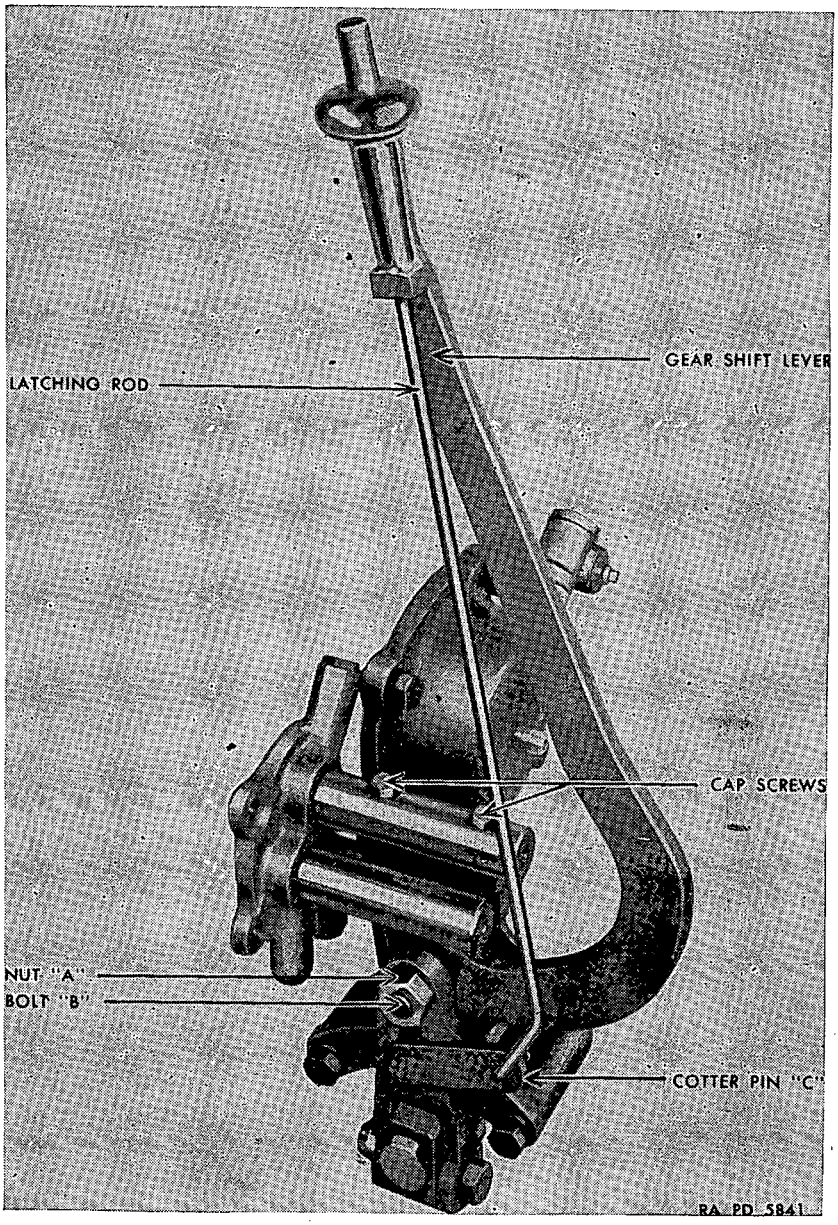

FIGURE 58.—Gear shift lever.
c. Replacement of gear shift lever (fig. 58).—If the gear shift lever is bent or broken use the following procedure for replacement.